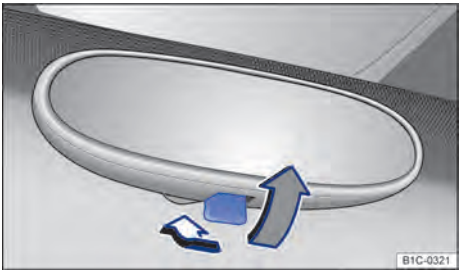

Fig. 86 No para-brisa: espelho retrovisor interno com antiofuscante manual.
- Para evitar o ofuscamento, puxar a alavanca para trás ⇒ Fig. 86. ▶